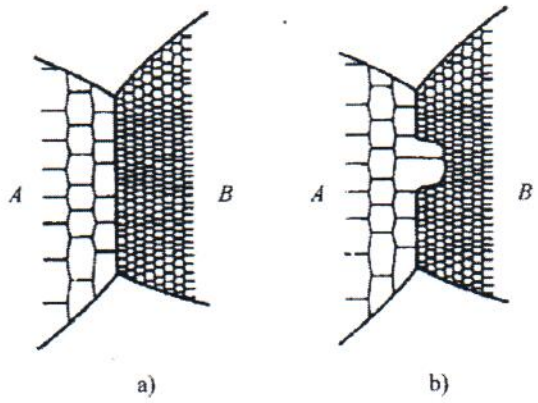

图 10-5　第八题第 3 个小题图
3. 图 10-5 示意画出一种常见的再结晶形核机制，请解释该地点优先形核的原因和形核过程。